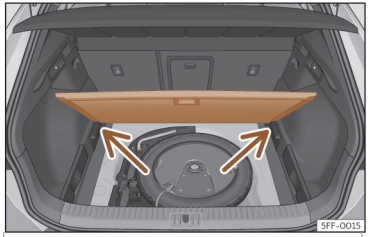

Fig. 116 Suelo variable del maletero: posición inclinada.
• Apoye el piso sobre los alojamientos previstos para tal uso››› **fig. 116** (flechas).